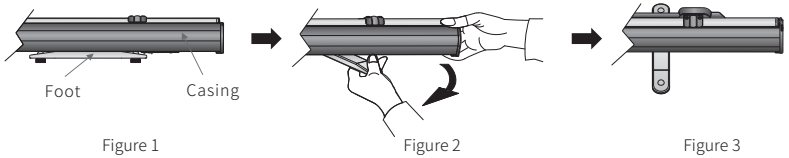

Figure 1 Figure 2 Figure 3
1. Put the screen on the ground, in a proper position facing the projector. Turn the feet out until they are perpendicular to the screen casing、(Figure 1 - 3).